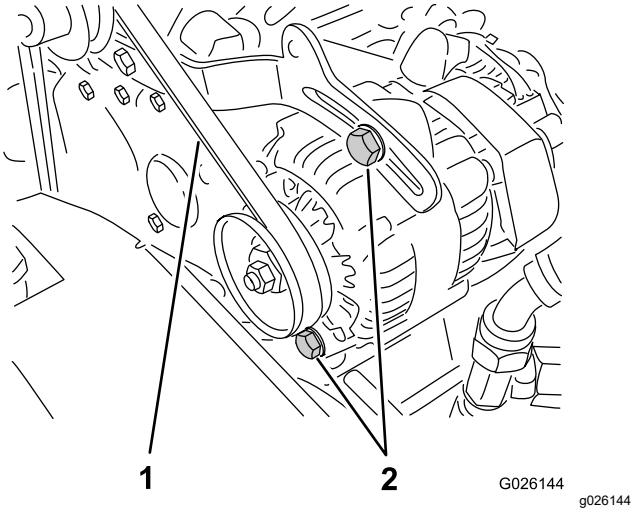

**Figuur 67**
2. Controleer de spanning door de riem midden tussen poelies van de krukas en de wisselstroomdynamo in te drukken met een kracht van 10 kg (Figuur 67).
A. Draai de 2 montagebouten van de wisselstroomdynamo los (Figuur 67).
B. Draai met een breekijzer de wisselstroomdynamo totdat de riem de correcte spanning heeft; zet de montagebouten daarna vast (Figuur 67).